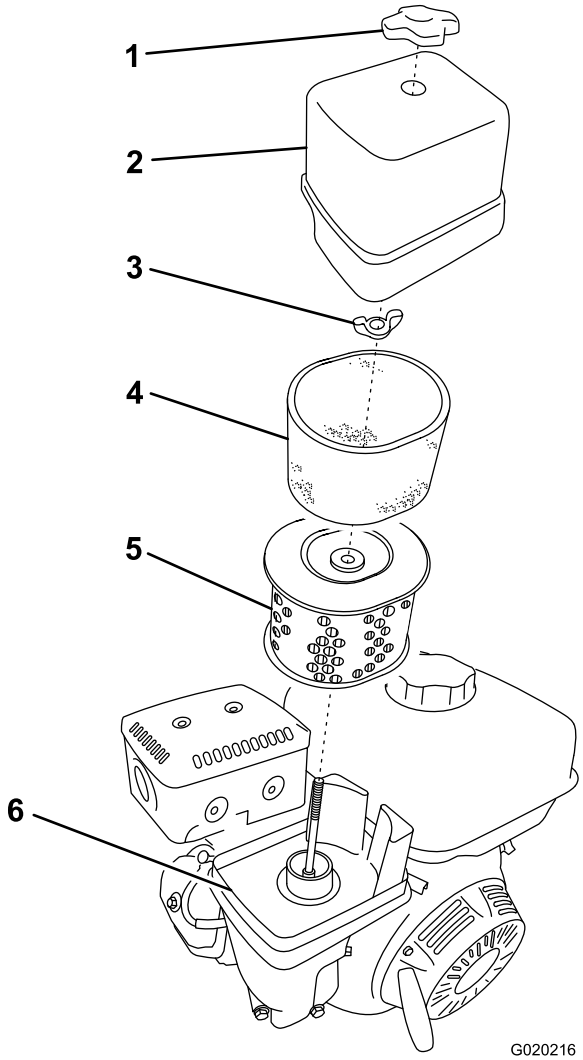

Figure 49
3. Retirez l'écrou de fixation du couvercle (Figure 49).
5. Déposez les éléments en mousse et papier de la base (Figure 49).
6. Sortez l'élément en mousse de l'élément en papier (Figure 49).